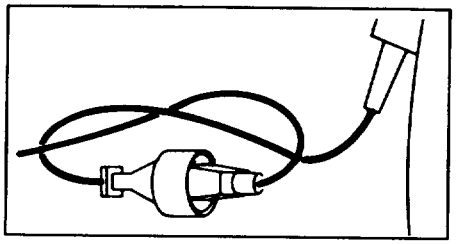

Figure 6
9. Properly connect extension cord to power supply cord to prevent disconnection of the cords (Fig. 6).
1. Secure the power supply cord and a suitable extension cord as shown in Figure 6.